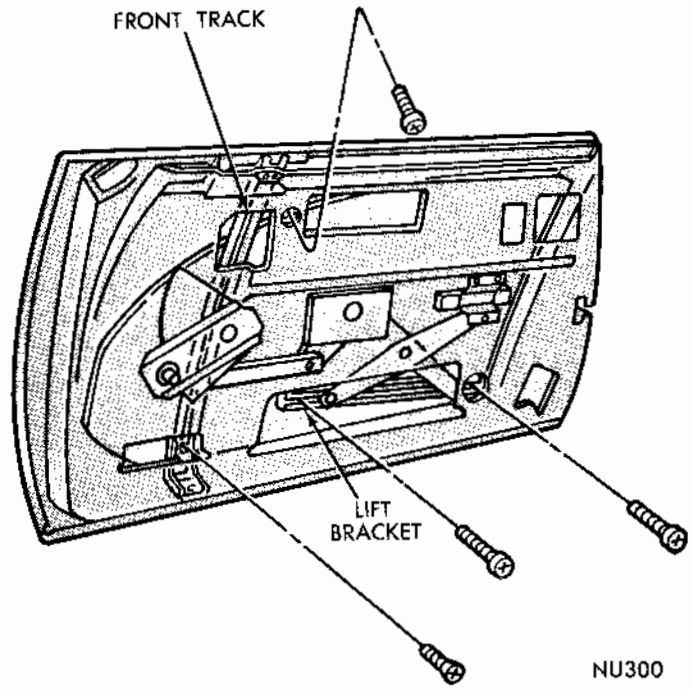
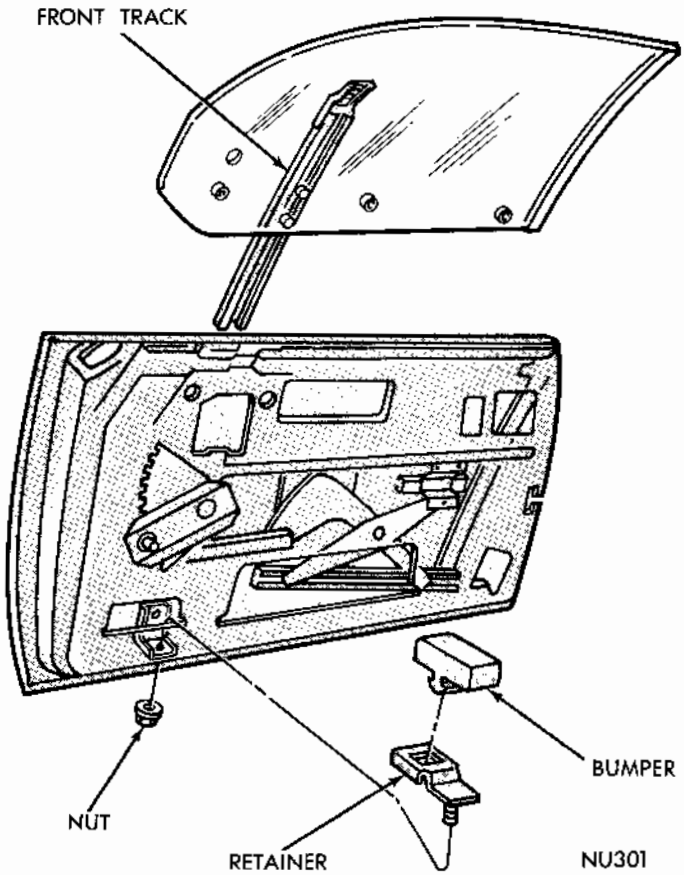

Fig. 3 - Lift Bracket
Fig. 4 - Glass Replacement
(1) Remove door belt line weatherstrips.
(2) With regulator arms in the full down position, remove screws attaching lift bracket to glass (Fig. 3).
(3) Remove front track upper and lower bracket attaching screws.
(4) Raise door glass and front track assembly out of door (Fig. 4).